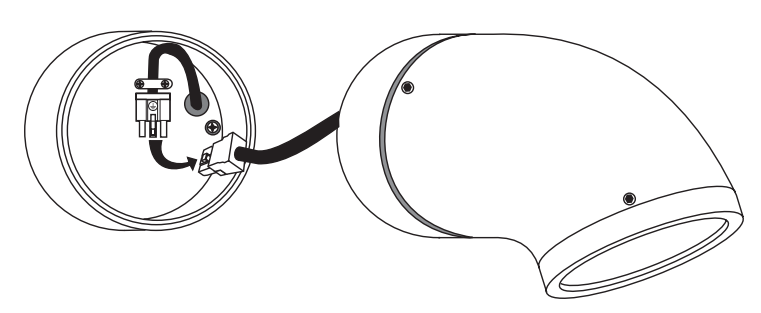

fig. 4
- Inserire il morsetto maschio del corpo ottico alla femmina della base **(fig. 4)**.
- Insert the male binding-clamp of the optical body to the female of the base **(fig. 4)**.
- Insérer la borne mâle du corps optique dans la femelle de la base **(fig. 4)**.
- Die Steckerklemme des Lichtkörpers in die Steckerbuchse des Bodens stecken **(Abb. 4)**.
- Insertar el sujetador macho del cuerpo óptico en la hembra de la base **(fig. 4)**.